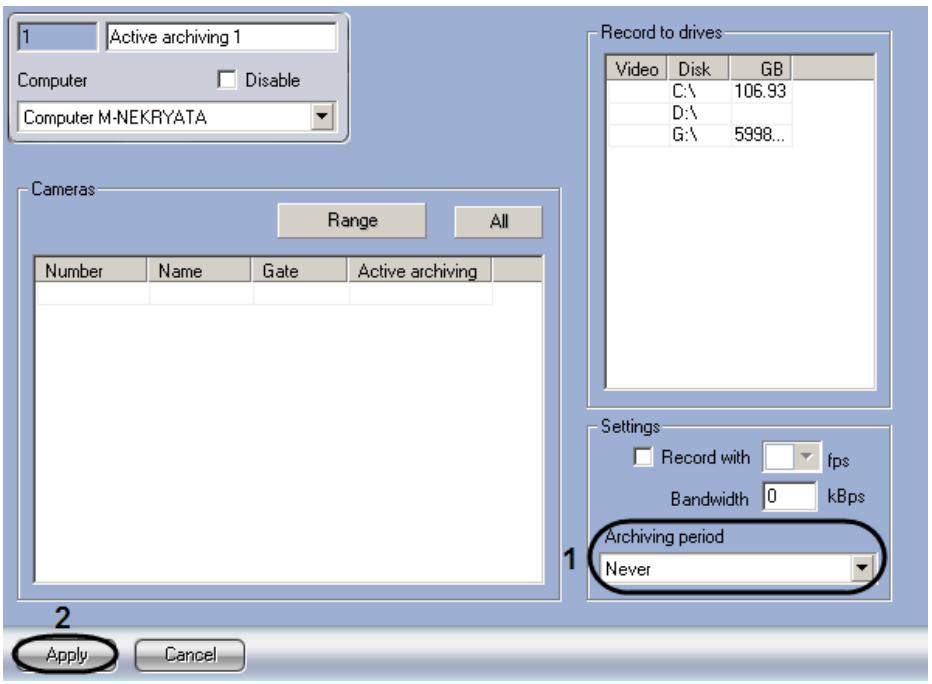

Figure 8.14-10. Configuring the schedule of video archive copying to the "Active Archiving"
1. Go to the settings panel for the “Active Archiving” system object (Figure 8.14-10).
2. In the “Archiving period” drop-down list, select the required time zone (time period) of the “Active Archiving” module start (Figure 8.14-10, 1).
3. To save the changes, click the "Apply" button (Figure 8.14-10, 2).